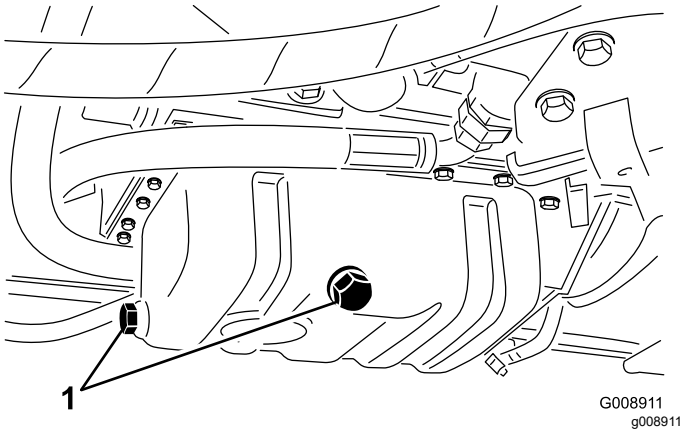

Figur 70
3. Fjern en af aftapningspropperne (Figur 70) og lad olien løbe ned i dræningsbakken. Når olien holder op med at løbe, skal aftapningsproppen sættes på plads.